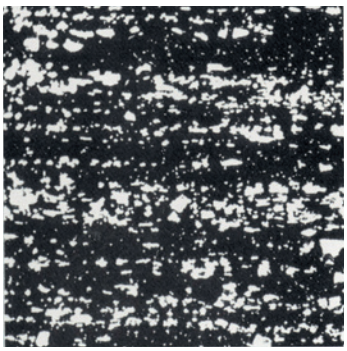

Fig. 4: Répartition du carbure dans de l'acier produit de façon conventionnelle
- Les alliages résistants spéciaux tels que les superalliages à base de nickel et de cobalt pour les pièces des turboréacteurs et les aciers à outil rapides, montrant une répartition uniforme des carbures et possédant des qualités isotropiques (Fig. 4 et 5).